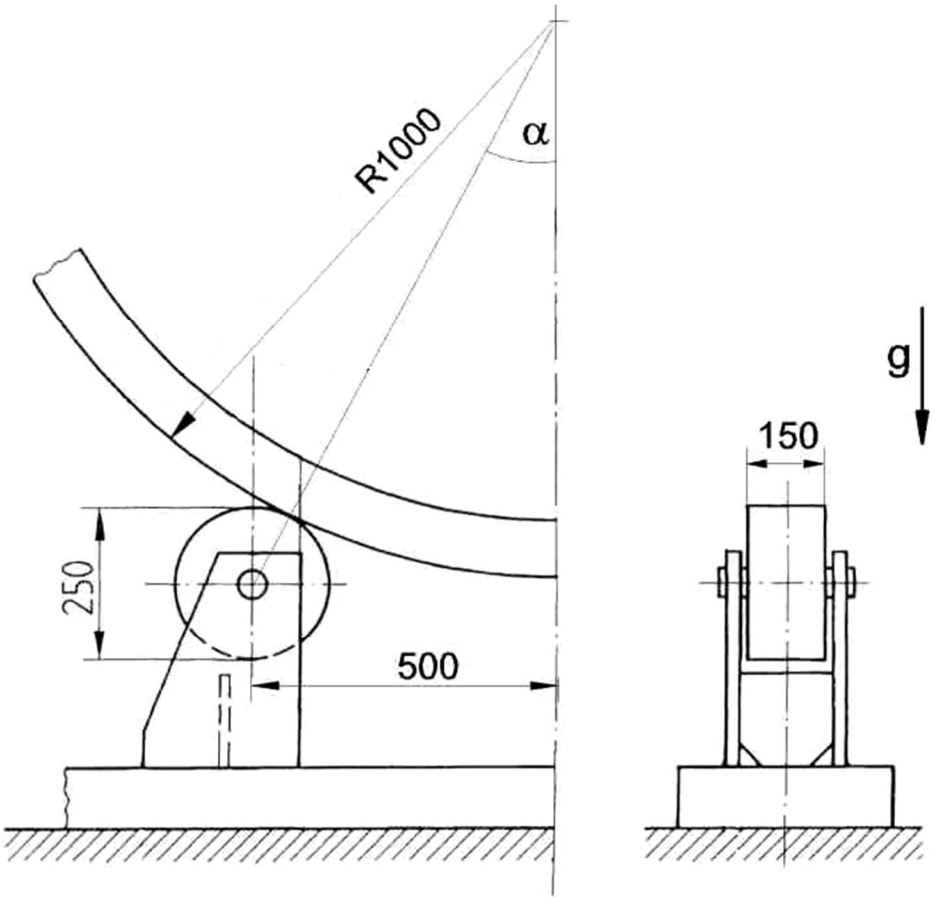

Bild 2.3: Vorrichtung zum Schweißen eines Behälters
In der in Bild 2.3 gezeigten Schweißvorrichtung werden die Rollen der vier Rollenböcke durch das Gewicht des jeweils zu schweißenden Behältermantels belastet. Die aus 4 Rollen bestehende Schweißvorrichtung (in Bild 2.3 ist aus Symmetriegründen nur eine Rolle gezeigt) wird mit maximal G = 200 kN belastet.
a) Berechnen Sie den im Bild 2.3 eingetragenen Winkel α!